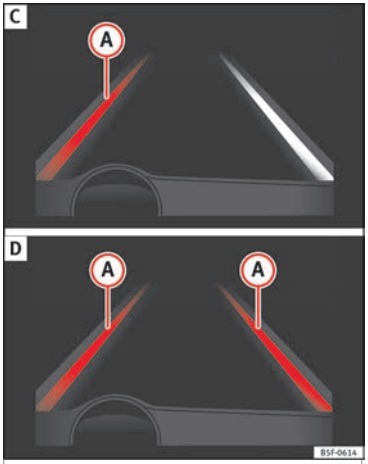

Fig. 192 On the instrument panel display: Indication on the Lane Assist system display (example 2).
– The system is operational, the highlighted line (A) indicates that there was a risk of involuntarily crossing the lane line and that the steering is being adjusted to correct the angle ››› Fig. 192 C.
– The two lines (A) light up simultaneously when both lane lines are recognised and the Lane Assist function is active ››› Fig. 192 D.